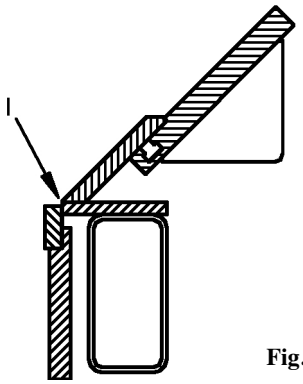

Fig. 2.2 Bukkespalte (l)
Før låsen til overvangen kan aktiveres er det nødvendigt at justere håndtagene (6) for overvangen, så det er muligt at trykke trædepedalen i bund. Til sidst justeres håndtag (8) for bukkevangen (2), så bukkespalten (se fig.: 2.2) svarer til pladedimensionen.